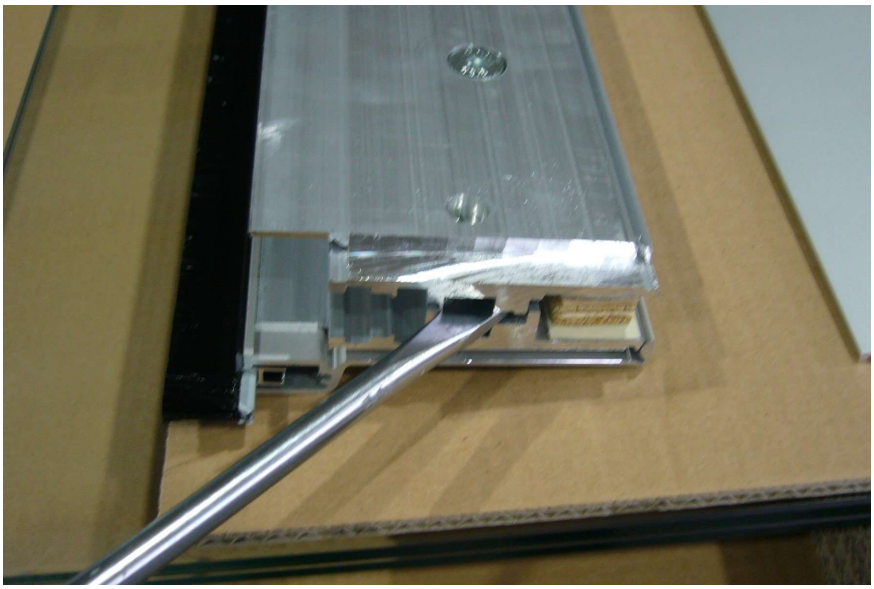

Abbildung 10
- Seitlich mit einem flachen Schraubendreher zwischen die beiden Hälften des Klemmprofils fahren und mit einer leichten Drehbewegung das Klemmprofil „aufhebeln“ (Abbildung 10); Arbeitsvorgang auf beiden Seiten des Klemmprofils durchführen.